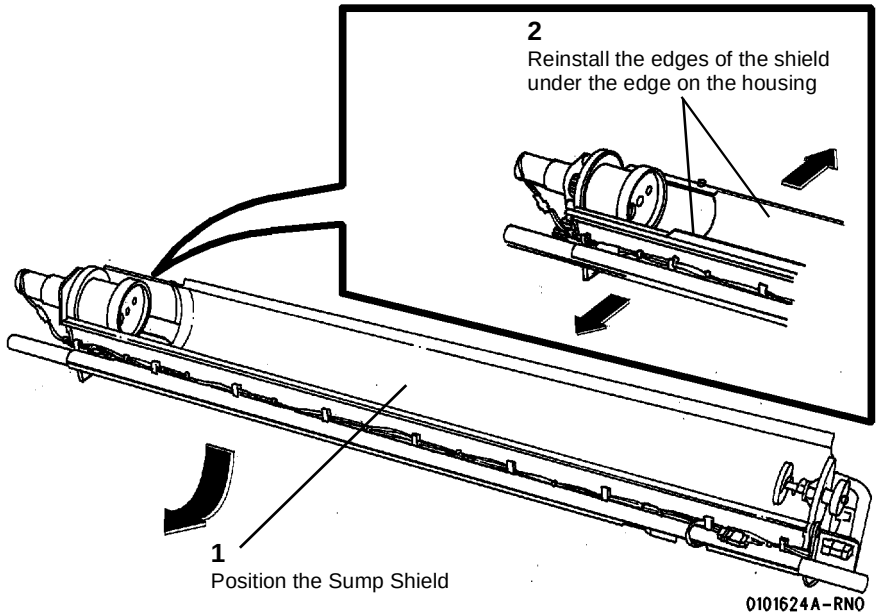

**Figure 11 Reinstalling the Sump Shield**
18. ( Figure 11): Reinstall the Sump Shield, rear edge first.